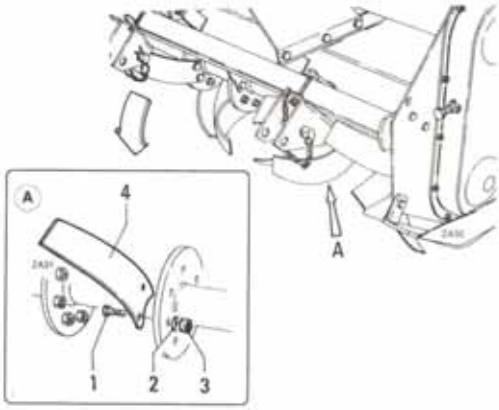

Abbildung 16
- Die Hackmesser „4“ (Abb. 16) müssen ersetzt werden, wenn sie beschädigt, verbogen, abgenutzt oder stumpf sind.